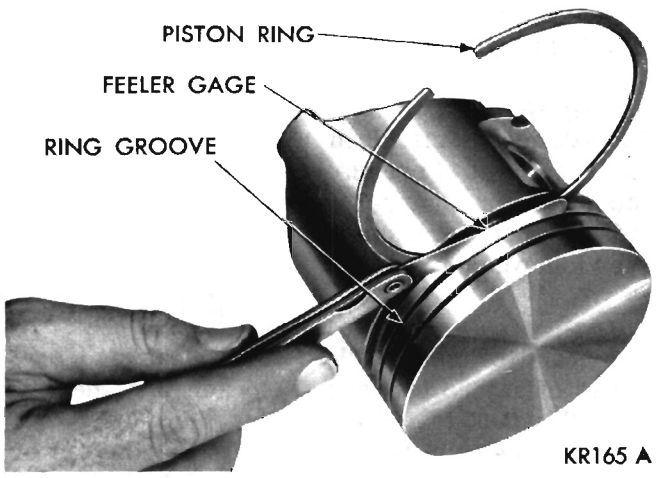

Fig. 41—Measuring Piston Ring Clearance
(1) Measure piston ring gap about two inches from bottom of cylinder bore in which it is to be fitted. (An inverted piston can be used to push rings down to insure positioning rings squarely in cylinder bore before measuring.)
(2) Insert feeler stock in the gap. Ring gap should be between .013 to .052 inch for the compression rings and .015 to .062 inch for the oil ring steel rails in standard size bores. Maximum gap on .005 inch O/S bores should be .060 inch for compression rings and .070 inch for the oil ring steel rails.
(3) Measure side clearance between piston ring and ring groove (Fig. 41). Clearance should be .0015 to .003 inches for the top compression ring and intermediate ring. Steel rail service oil ring should be free in groove, but should not exceed .005 inch side clearance.